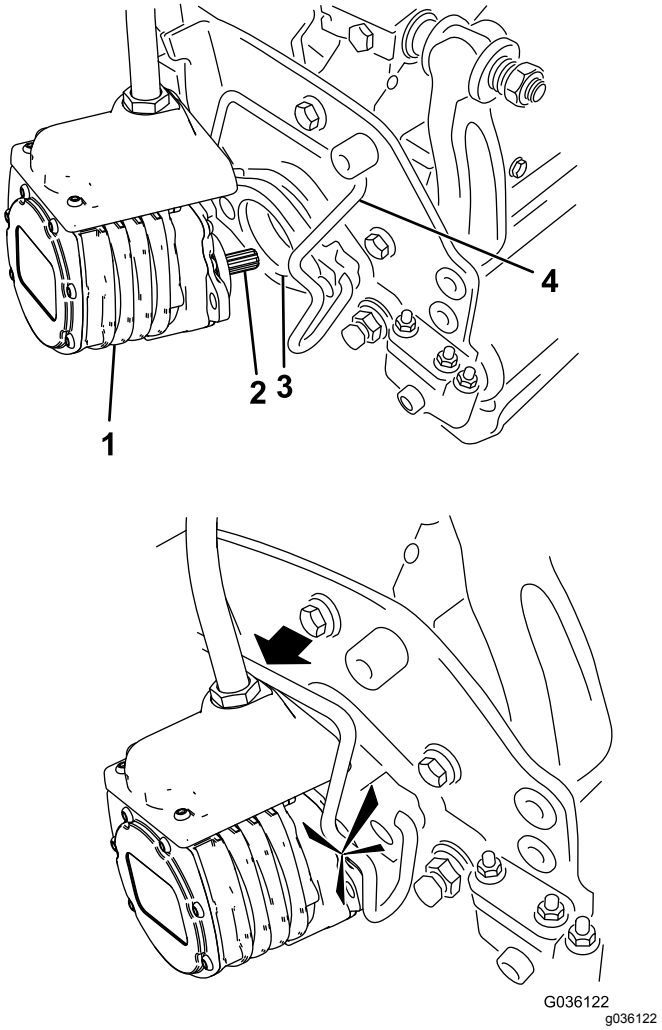

Figur 51
6. Dekk kileakselen i klippeenhetsmotoren med rent smørefett (Figur 51).
7. Sett motoren inn på klippeenhetens venstre side (fra brukerens synspunkt), og dra motorholdebøylen på klippeenheten mot motoren til du hører et "klikk" på begge sider (Figur 51).